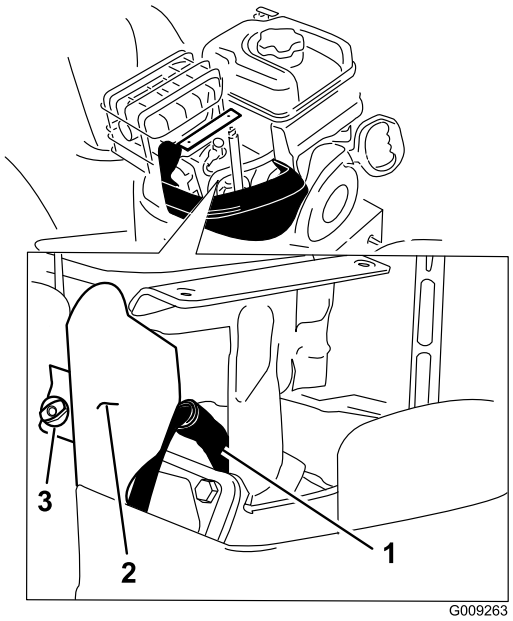

Figur 34
4. Fjern vingeskruen til braketten og braketten (Figur 34).
5. Rengjør rundt bunnen på tennpluggen (Figur 34).